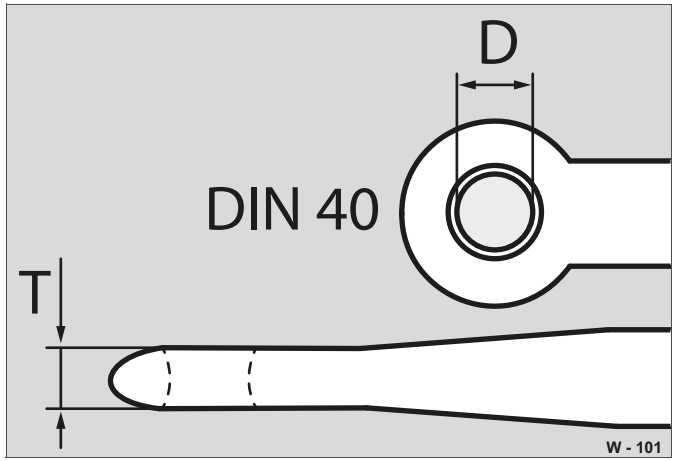

Abb. 53 Rozměry
▶ Překontrolujte průměr opotřebitelného pouzdra (Abb. 53/P): P = 40 mm, max. + 1,5 mm